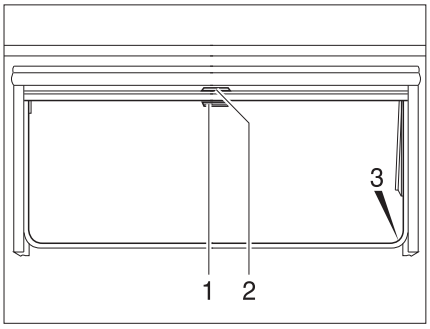

Fig. 39 Hinged window
- Pull blind at the handle (Fig. 39,2) downwards. If the blind is to be completely closed, it is suspended into the locking devices (Fig. 39,3) situated on both sides of the window frame.
- If the blind is completely closed: Press the handle (Fig. 39,2) downwards and, at the same time, tilt it slightly inward. The blind can be taken out of the locking devices situated on both sides of the window frame.
- If the blind is in an intermediate position: Pull the handle (Fig. 39,2) slightly downwards until the locking device releases.
- Pull the roller insect screen at the handle (Fig. 39,1) downwards and hang it into the locking devices (Fig. 39,3) situated on both sides of the window frame.
- Press the handle (Fig. 39,1) downwards and, at the same time, tilt it slightly inward. The roller insect screen can be taken out of the locking devices situated on both sides of the window frame.